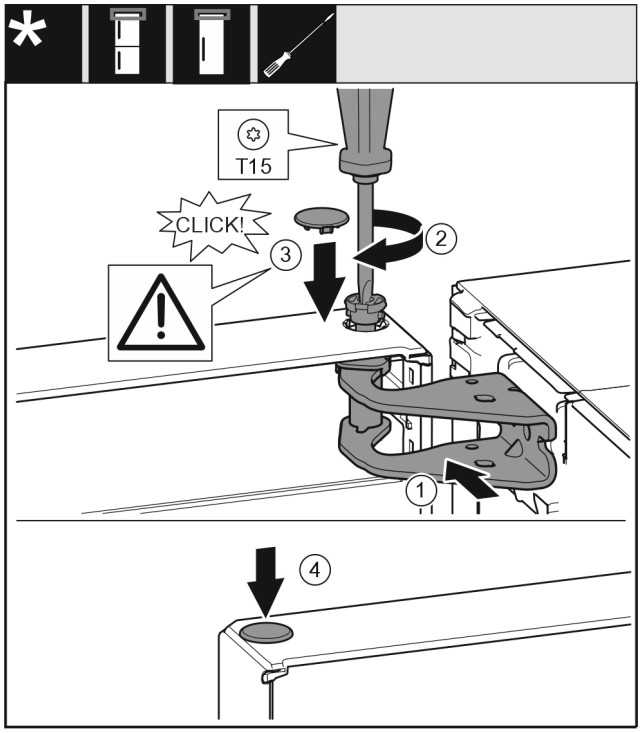

*Fig. 24*
- ▶ Dveře nahoře vyrovnejte s otvorem ve stojanu ložiska *Fig. 24 (1)*.
- ▶ Vložte čep *Fig. 24 (2)* a pevně jej utáhněte šroubovákem.
- ▶ Nasaďte kryt *Fig. 24 (3)*.
- ▶ Zkontrolujte, zda kryt *Fig. 24 (3)* doléhá na dveře.
- ▶ Nasaďte kryt *Fig. 24 (4)*.